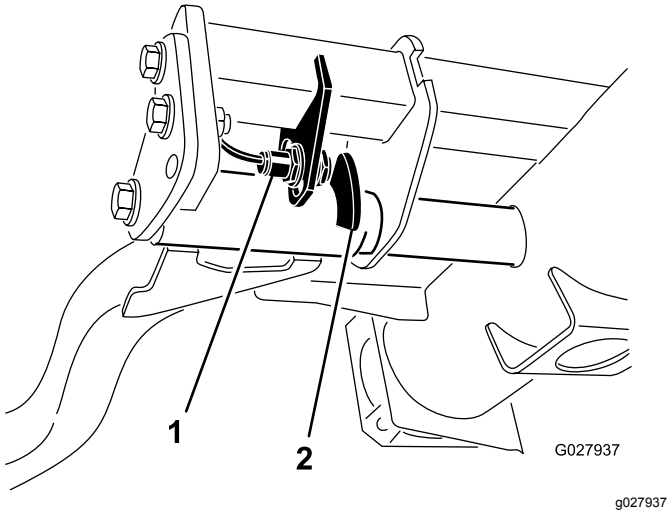

Figur 30
2. Lyftarmsbrytaren sitter under hydraultanken, bakom den främre, högra lyftarmen (Figur 30).
3. Lossa brytarens fästskruvar (Figur 30) och flytta ned brytaren för att öka lyftarmens vändhöjd eller flytta upp den för att minska vändhöjden.